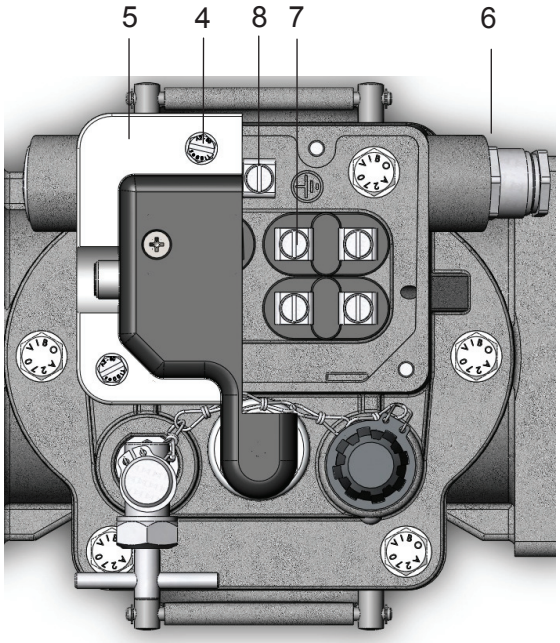

Figura 6 - Conexión eléctrica
- Afloje los 4 tornillos M5 (Figura 6/4)
- Saque la tapa (Figura 6/5)
- Introduzca el cable a través del racor atornillado para cables (Figura 6/6)
- Conecte el cable en el prisionero de conexión (Figura 6/7) (par de apriete máximo 3 Nm)
Conecte el conductor protector (aislamiento verde-amarillo) al terminal de puesta a tierra (Figura 6/8) (par de apriete máximo 3 Nm)